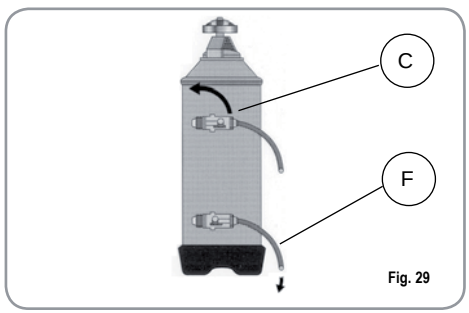

Fig. 29
2) Rimettere il tappo e riposizionare la leva C verso sinistra (Fig. 29), lasciando scaricare l'acqua salata dal tubo F finché non ritorni dolce (circa 1/2 ora).